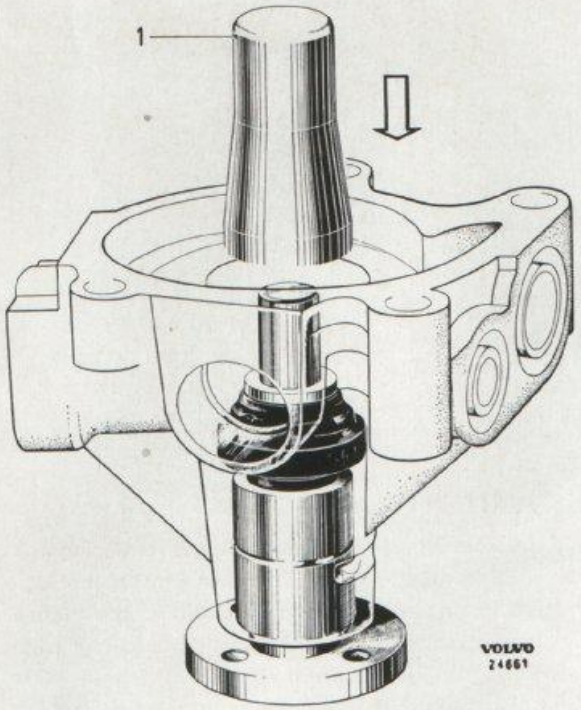

Bild 1-86. Montering av tätningsring
3. Montera tätningsringen med dorn SVO 2430, bild 1-86. Sätt i låsfjädern.